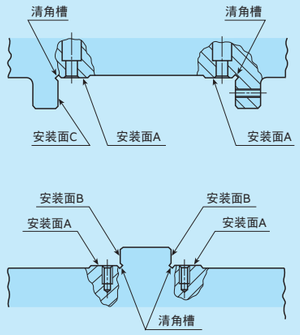

图15　安装面
❸底座侧滑轨的安装
- 将滑轨紧紧贴在B面(参照图15)，同时使用规定的扭矩正式均匀拧紧。
- 将固定侧轨道台紧紧贴在C面(参照图15)，同时使用规定的扭矩正式均匀拧紧。